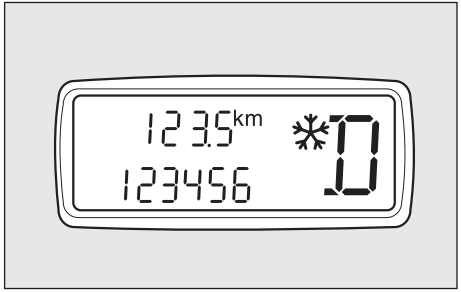

fig. 116
– Symbol ❄ is displayed **fig. 116** and the car is started with the second gear.
The electronic automatic transmission failure is warned by the display of a dedicated message on the infotelematic display and symbol ❄ flashing on the display **fig. 116**.